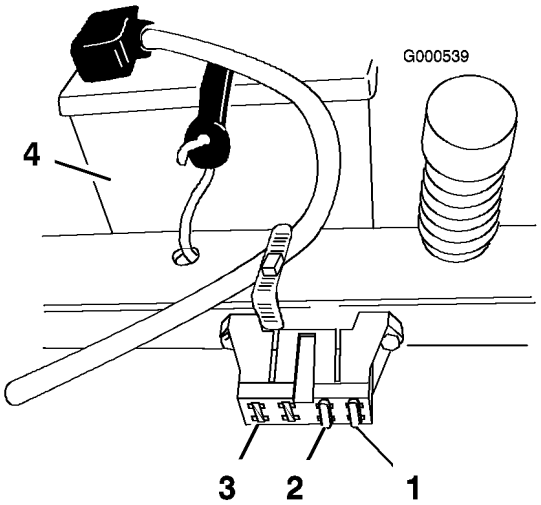

Figure 33
1. Soulevez le siège pour accéder au porte-fusibles (Figure 33).
2. Pour remplacer un fusible, tirez dessus pour l'enlever (Figure 33).